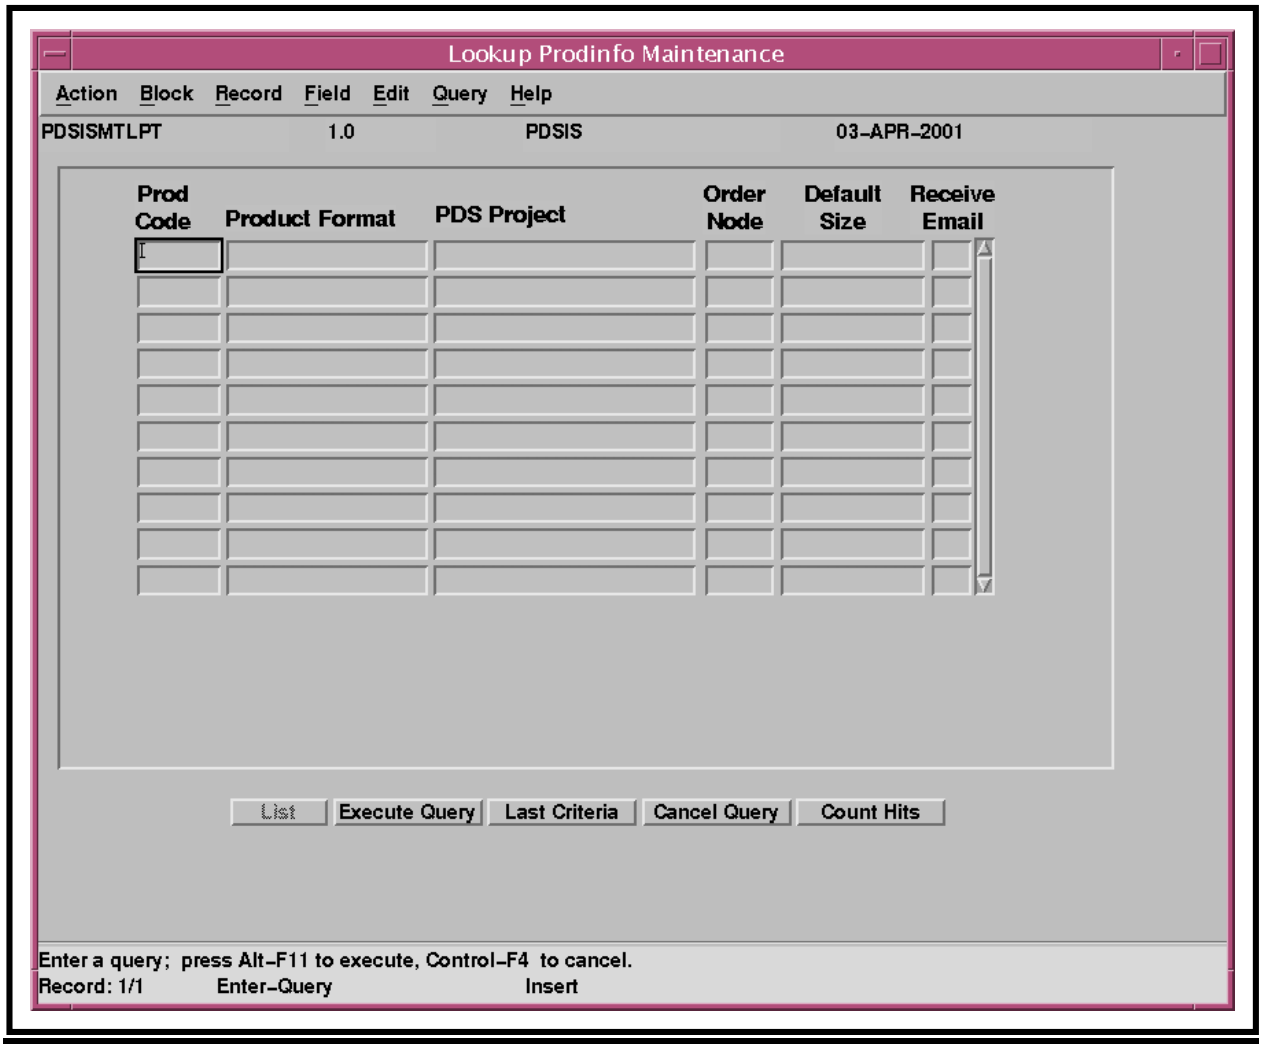

Figure 122. PDSIS Product Code Info Window
- The **PDSIS Product Code Info Window (PDSISMTLPT)** (Figure 122) is displayed.